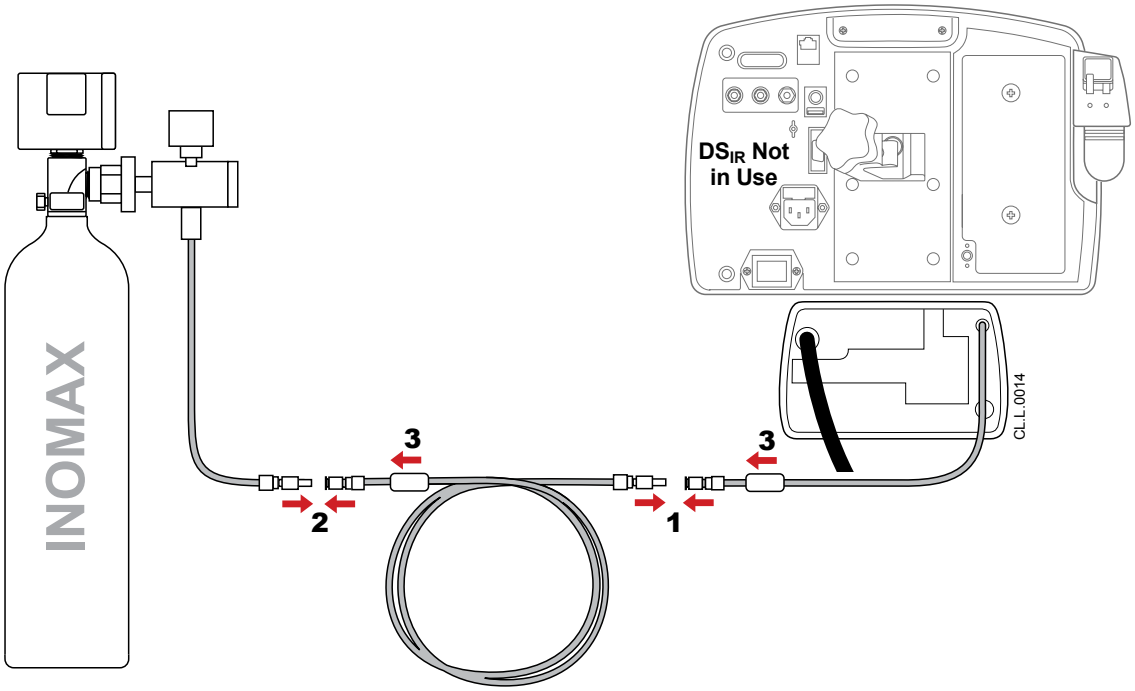

Figure 4-11 Adding an INOblender Extension Hose between the INOMAX regulator and INOblender for stand-alone use
1. Connect the male end of the extension hose to the INOblender inlet hose (**1**, Figure 4-11).